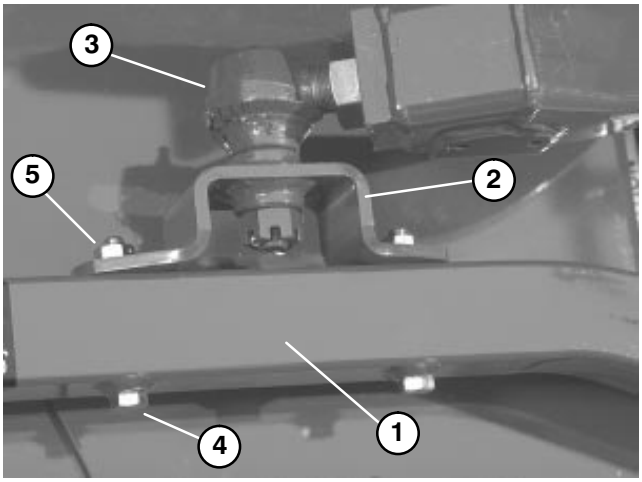

Figure 5
4. Secure ball joint mounts to each castor arm with (2) 7/16 – 14 x 3" lg. capscrews, and 7/16 – 14 flange nuts (FIg. 5).
5. Tighten large jam nut securing ball joint to lift arm (FIg. 5). When tightening jam nut, hold ball joint straight to permit proper oscillation during raising and lowering of cutting unit.